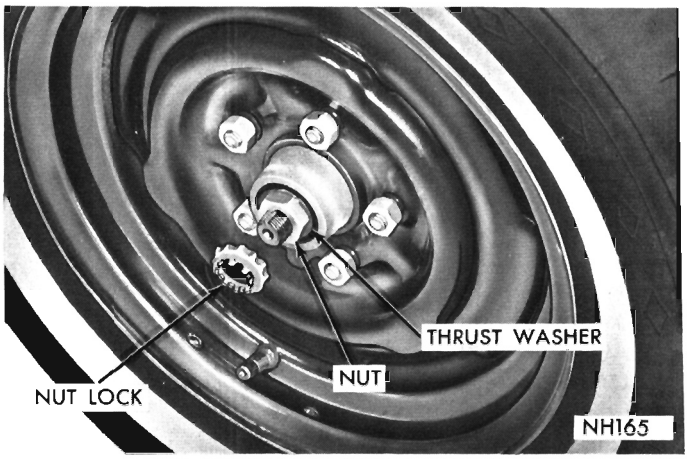

Fig. 58—Front Wheel Bearing Adjustment
(2) Tighten wheel bearing adjusting nut (Fig. 58) to 70 inch-pounds on Valiant and Barracuda models and 90 inch-pounds on Satellite and Fury models, while rotating wheel.
(3) Position nut lock on adjusting nut so one pair of cotter pin slots align with hole in spindle.
(4) Back off adjusting nut and nut lock to the next slot and install cotter pin.
(5) Install wheel covers.